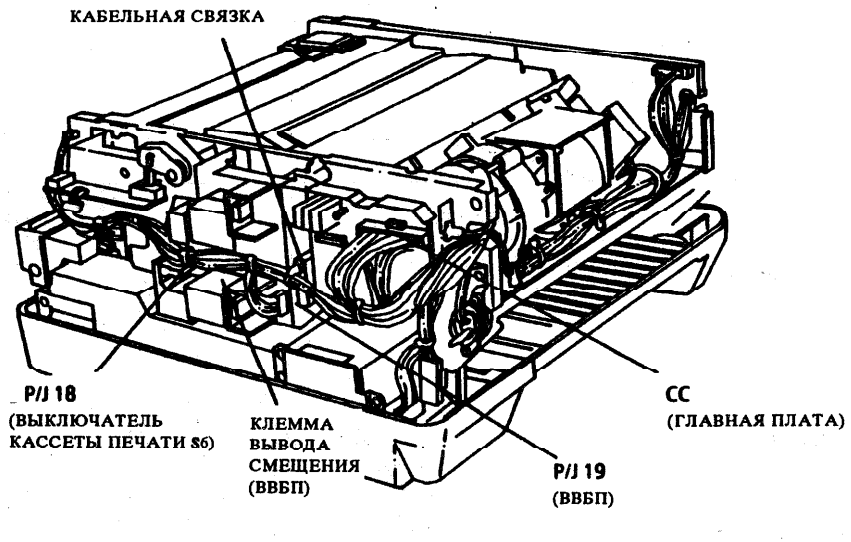

Рис. 1. (только 5009) Расстыкуемые разъемы
2. (ТОЛЬКО 5009) (Рис. 1): расстыковать четыре разъема и отсоединить одну кабельную связку (показаны на рисунке).